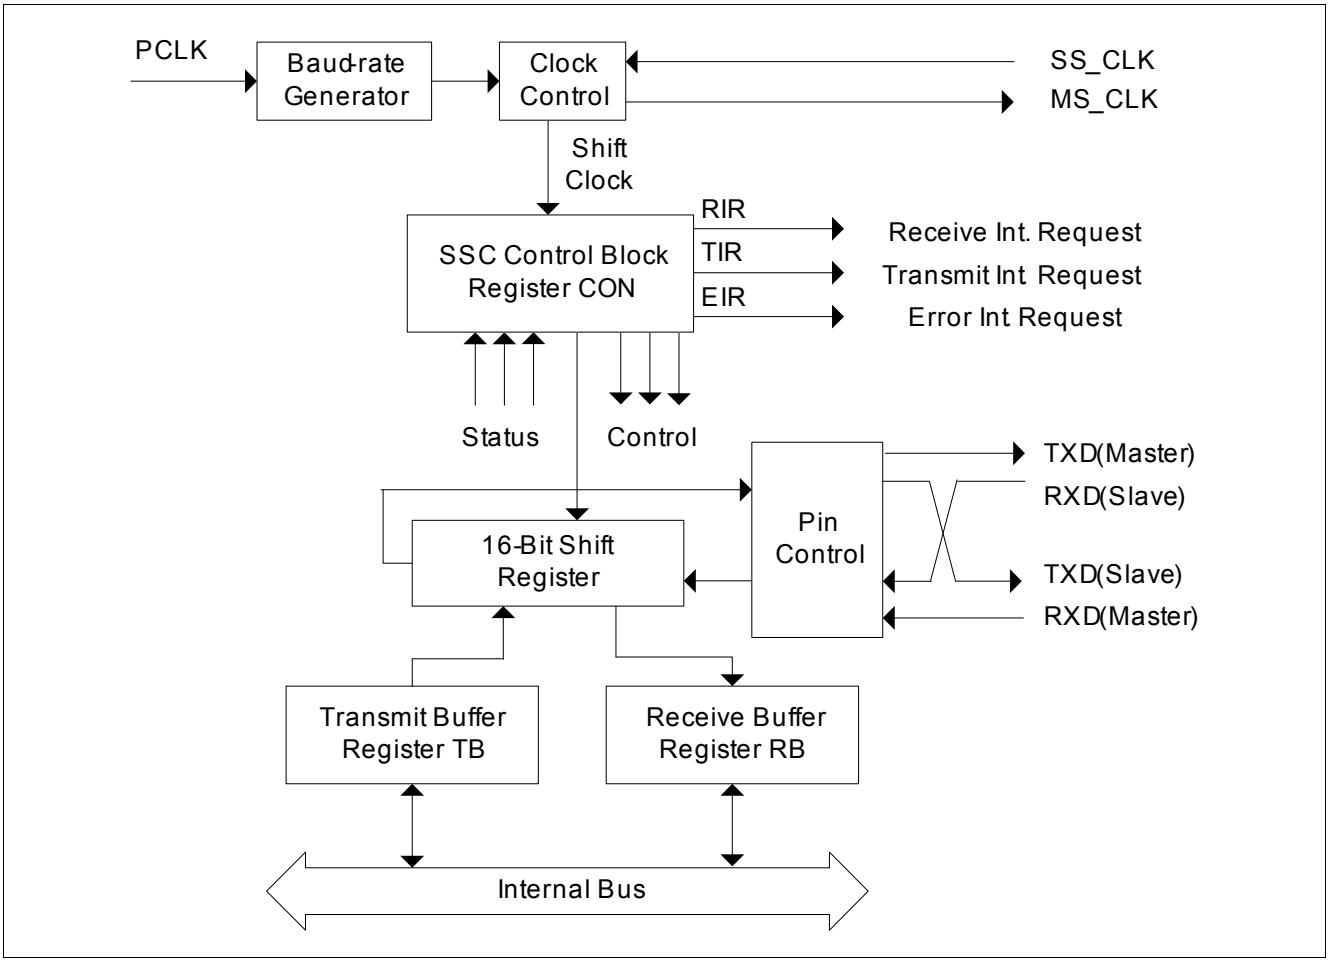
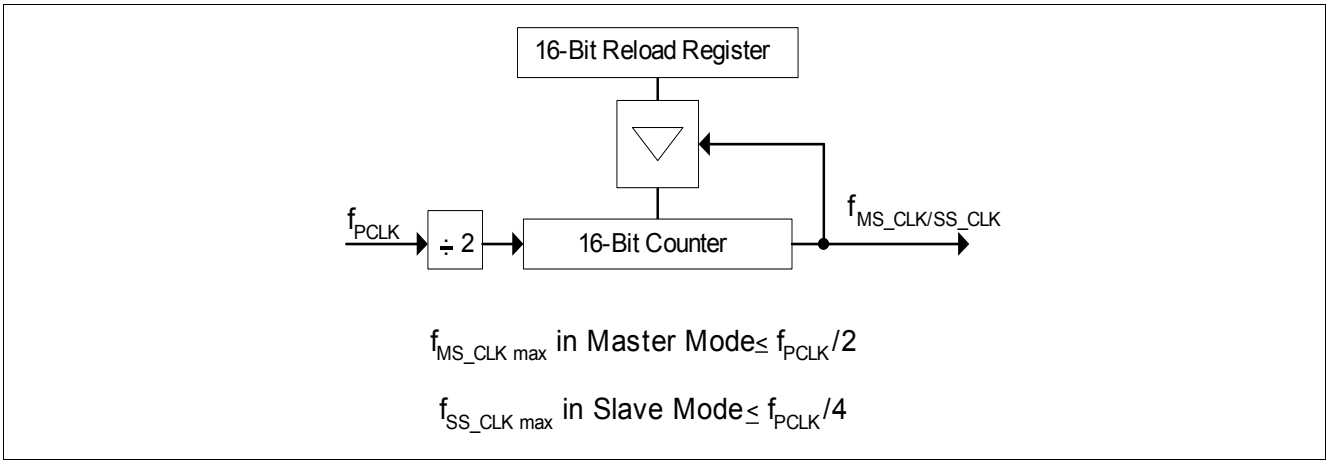

Figure 179 Synchronous Serial Channel SSC Block Diagram
Figure 183 SSC Baud-rate Generator
The shift register of the SSC is connected to both the transmit lines and the receive lines via the pin control logic (see block diagram in **Figure 179**). Transmission and reception of serial data are synchronized and take place at the same time, i.e. the same number of transmitted bits is also received. Transmit data is written into the Transmit Buffer (TB) and is moved to the shift register as soon as this is empty. An SSC master (CON.MS = 1) immediately begins transmitting, while an SSC slave (CON.MS = 0) will wait for an active shift clock. When the transfer starts, the busy flag CON.BSY is set and the Transmit Interrupt Request line TIR will be activated to indicate that register TB may be reloaded again. When the programmed number of bits (2 … 16) has been transferred, the contents of the shift register are moved to the Receive Buffer RB and the Receive Interrupt Request line RIR will be activated. If no further transfer is to take place (TB is empty), CON.BSY will be cleared at the same time. Software should not modify CON.BSY, as this flag is hardware controlled.
The serial channel SSC has its own dedicated 16-bit baud-rate generator with 16-bit reload capability, allowing baud rate generation independent of the timers. **Figure 179** shows the baud-rate generator. **Figure 183** shows the baud-rate generator of the SSC in more detail.
represents the contents of the reload register, taken as an unsigned 16-bit integer, while baud rate is equal to f_{MS_CLK/SS_CLK} as shown in **Figure 183**.